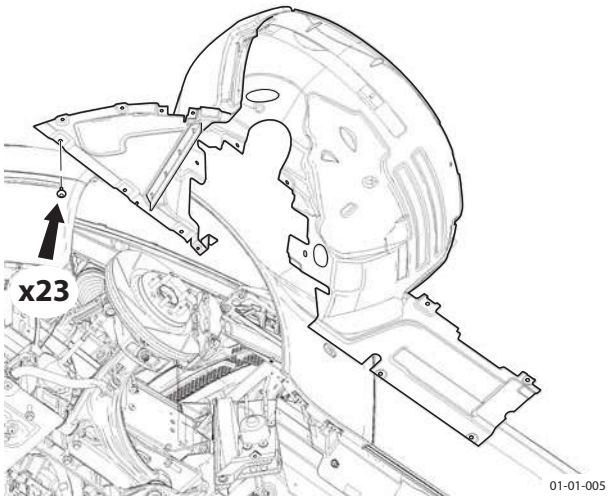

Figure 1
4. Remove screws (x23), wheel arch liner to body (see Figure 1).